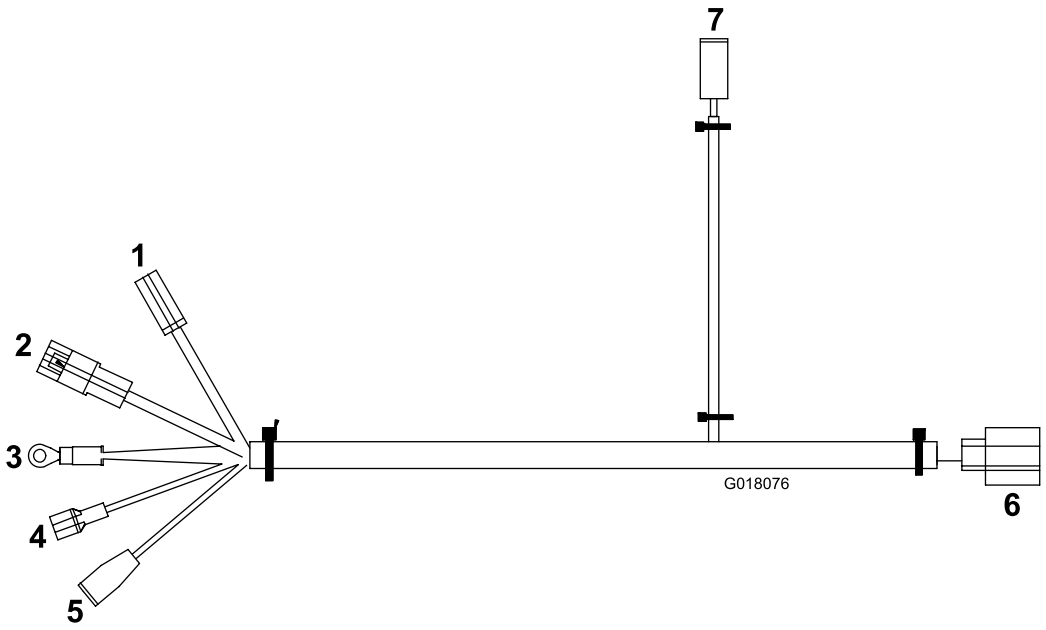

**Figuur 14**
**Opmerking:** Gebruik de kabelboom met 7 aansluitingen. Raadpleeg Figuur 14 voor de procedure.